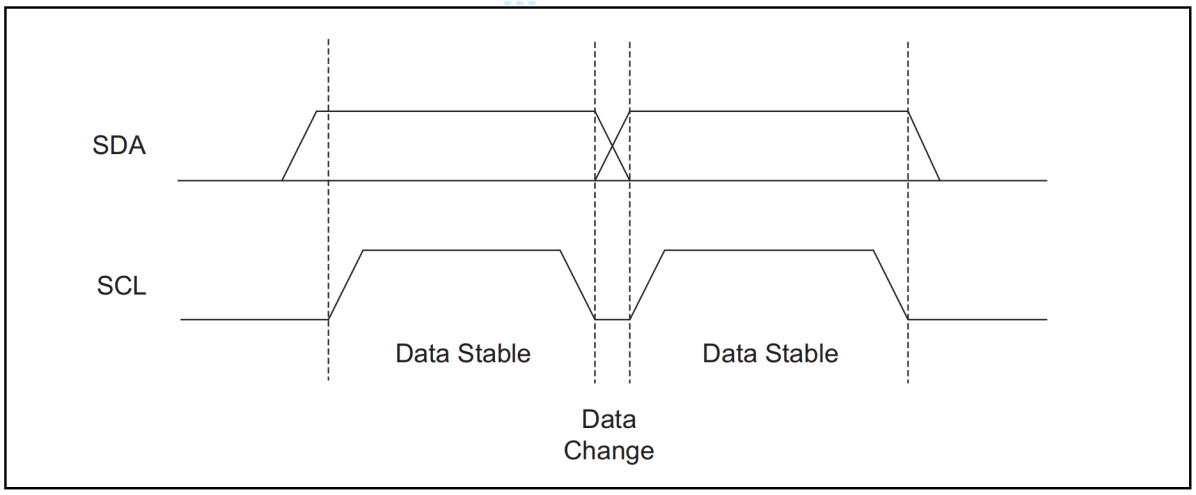

Figure 4. Data Validity
**Clock and Data Transitions:** The SDA pin is normally pulled high with an external device. Data on the SDA pin may change only during SCL low time periods (see Figure 4 ). Data changes during SCL high periods will indicate a Start or Stop condition as defined below.